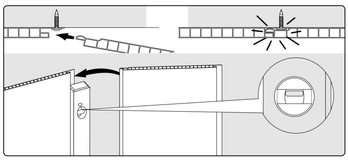

FIG. 8 CZ: Použití dokončovacích profilů. SK: použitie ukončovacích profilov.
4. Verwenden Sie die Endprofile (Abbildung 8):
4. Utilizati accesoriile de finisaj (fig.8):
4. Utilizzare i profili di finitura (fig. 8):